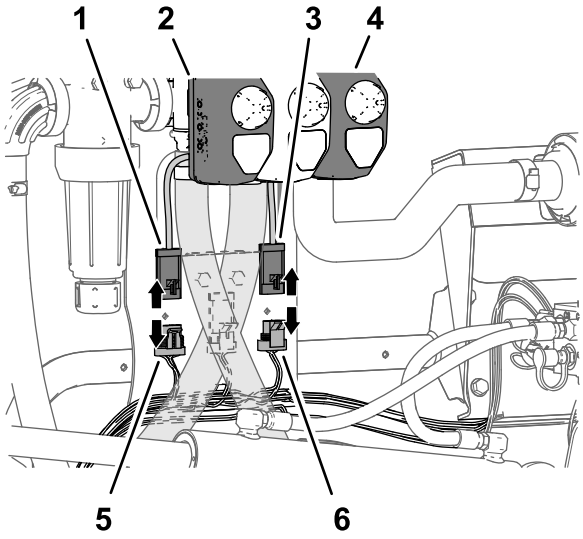

Rysunek 30
2. Odłącz złącze 4-stykowe gniazdowe wiązki przewodów maszyny oznaczone ZAWÓR REGULACJI DAWKI od złącza 4-stykowego siłownika zaworu regulacji dawki (Rysunek 30).
3. Odłącz złącze 3-stykowe gniazdowe wiązki przewodów maszyny oznaczone GŁÓWNY ZAWÓR ZRASZANIA od złącza 3-stykowego siłownika głównego zaworu zraszania (Rysunek 30).